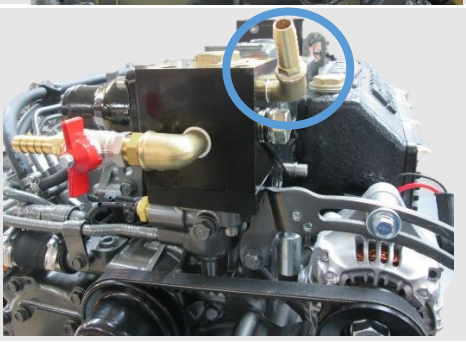

Figure 17: Header Tank Connections
- The connections for the Header Tank are shown on (**Figure 17**)